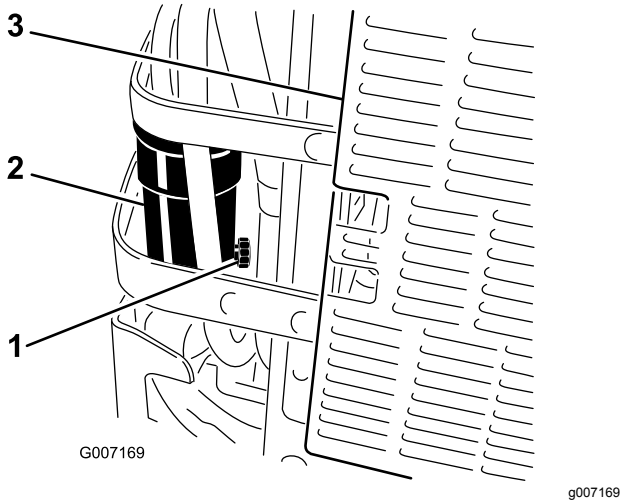

Figur 53
6. Åpne tappeventilen på vannseparatoren ca. én omdreining slik at vann og andre kontaminanter tappes ut (Figur 53).
7. Steng tappeventilen når det kommer ut rent dieseldrivstoff (Figur 53).